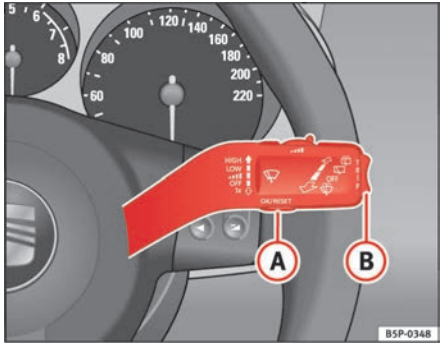

Fig. 40 Windscreen wiper and windscreen wash lever: button A and rocker switch B
You can switch between the following displays in the multi-function display (MFD) by operating the rocker switch ⇒ fig. 40 (B) on the windscreen wiper lever.